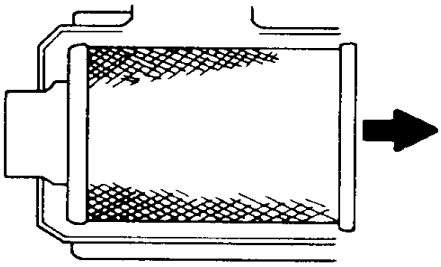

FIGURA 7-6
b. EVITE DESALOJAR POEIRA DO FILTRO. Puxe cuidadosamente para fora o filtro do tubo de saída e remova-o da carcaça. Evite bater o filtro contra a carcaça (Figura 7-6).